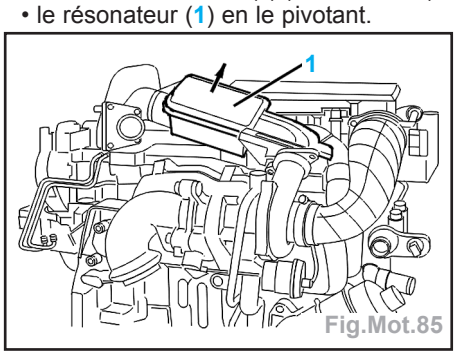

Fig.Mot.85
- Déposer (Fig.Mot.85) :
- les vis du résonateur (1) (suivant flèche),
- le résonateur (1) en le pivotant.